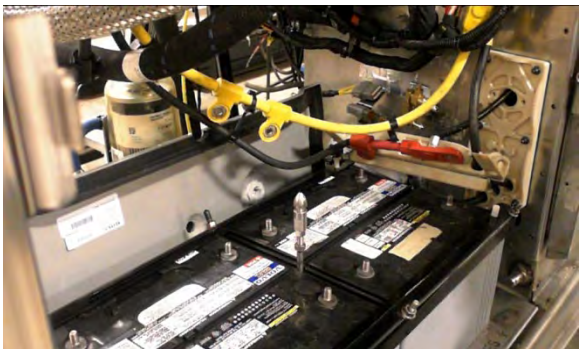

FIGURE 46
4. Put the whole battery cable arrangement aside (FIGURE 46).